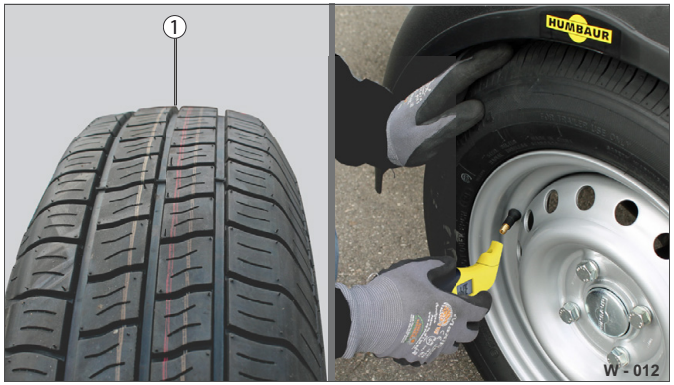

Abb. 14 Kontrola tlaku nahuštění pneumatik
- ▶ Kontrolujte hloubku profilu pneumatik ve střední obvodové oblasti (Abb. 14/1).